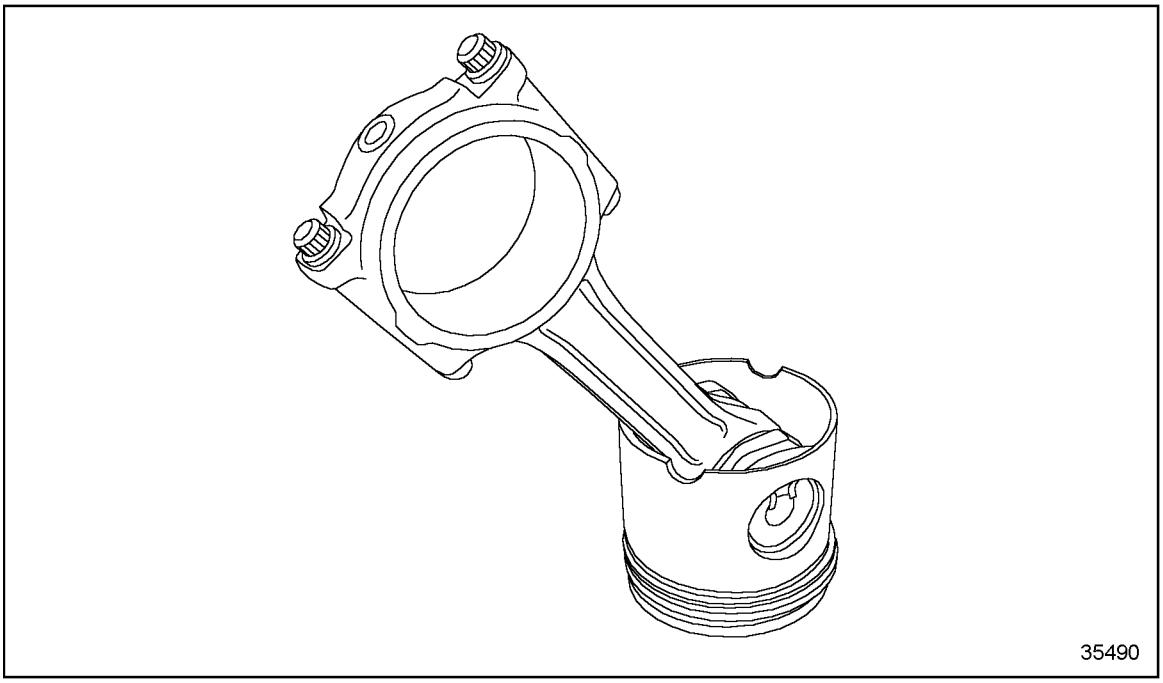

Figure 1-292 Positioning of the Piston and Connecting Rod Assembly
1. Place the piston, dome down, on the table. See Figure 1-292.